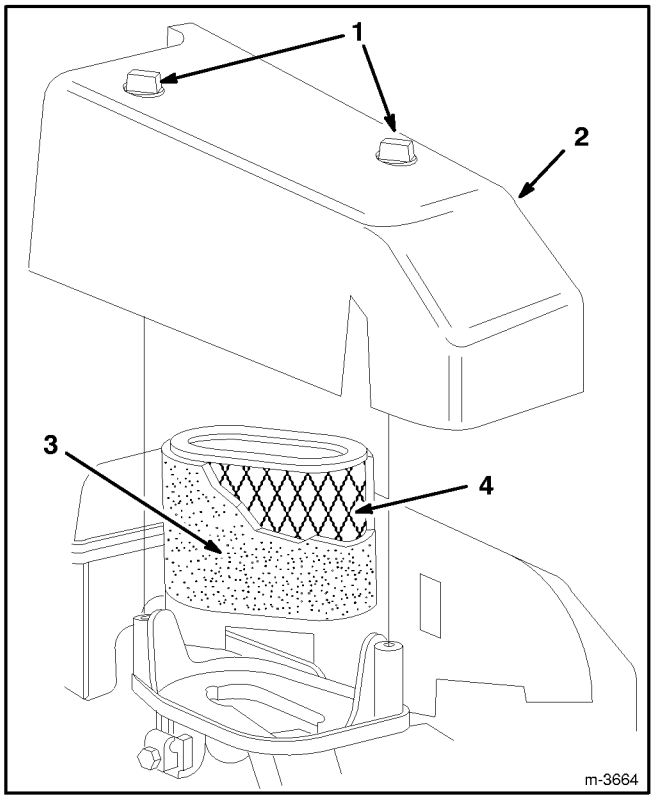

**Abbildung 16**
**2.** Zwei (2) Knöpfe entfernen, mit denen die Luftfilterabdeckung am Motor befestigt ist (Abb. 16).